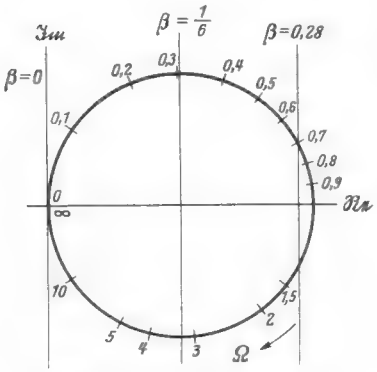

Bild 3. Ortskurve für Bild 2
In *Bild 3* ist die bezifferte Ortskurve $\alpha = f(\Omega)$ dargestellt. Die Gleichung (4) $\alpha - \beta = f(\Omega)$ geht aus dieser Darstellung dadurch hervor, daß man die imaginäre Achse um β nach rechts verschiebt.
des RC-Gliedes gegeben. Bild 3 veranschaulicht diese Tatsache. Hat z. B. die Verstärkung eine Phase von -45^0, dann muß die Kopplung eine Phase von $+45^0$ haben. Ein vom Koordinatenpunkt unter $+45^0$ gezogener Strahl